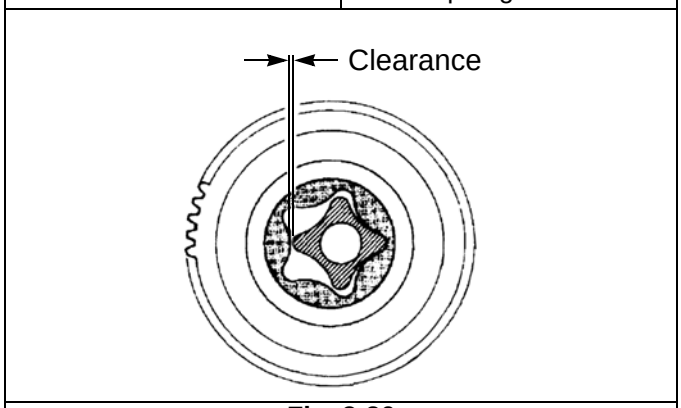

Fig. 3-36
b. Adjust the side clearance of the rotor and vane to 0.0039-0.0059 in(0.1–0.15 mm). (See Fig. 3-36)